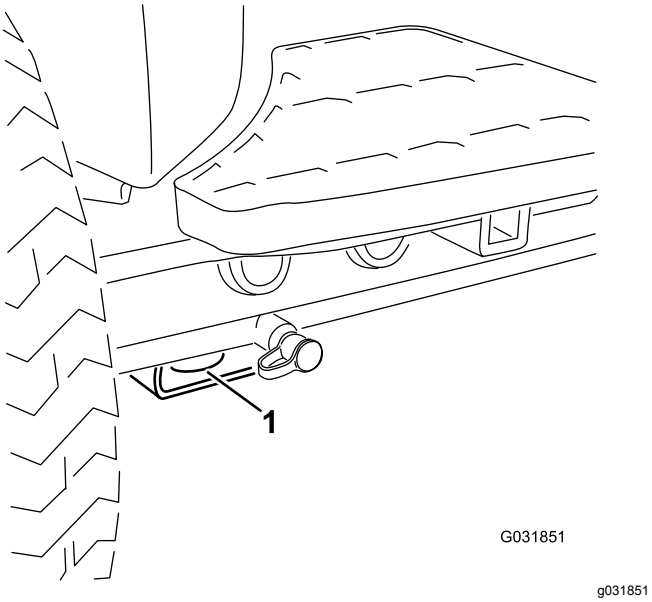
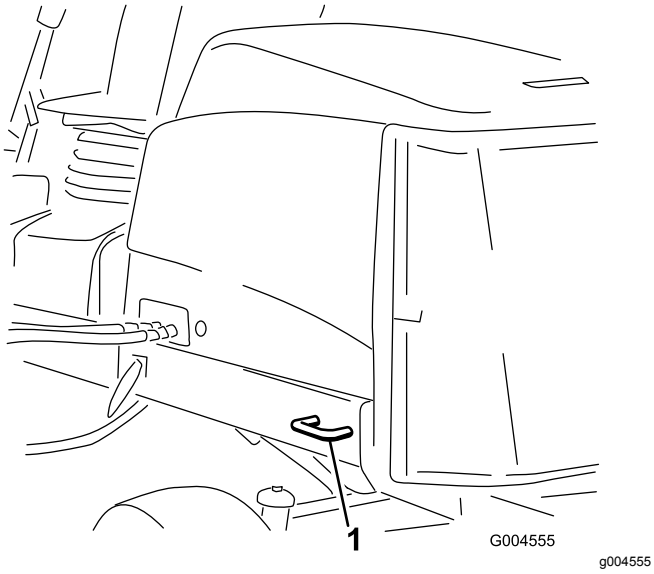

**Figur 57**
**Figur 58**
5. Använd fästpunkterna av metall på maskinen för att säkra den på släpvagnen eller lastbilen med hjälp av spännband, kedjor, vajrar eller rep (Figur 57 och Figur 58).
- Fram – hål i det fyrkantiga belägget under axelröret inuti båda framdäcken (Figur 57)
- Bak – på båda sidor av maskinen, på den bakre ramen (Figur 58)